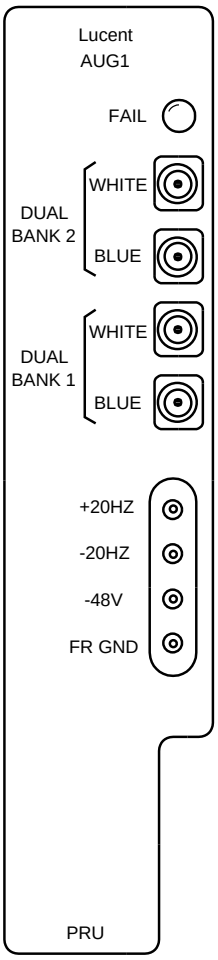

**Figure 1 – AUG1 Positive Ring Unit**
1. Get one **AUG1 PRU** (Figure 1) and inspect for possible physical damage.